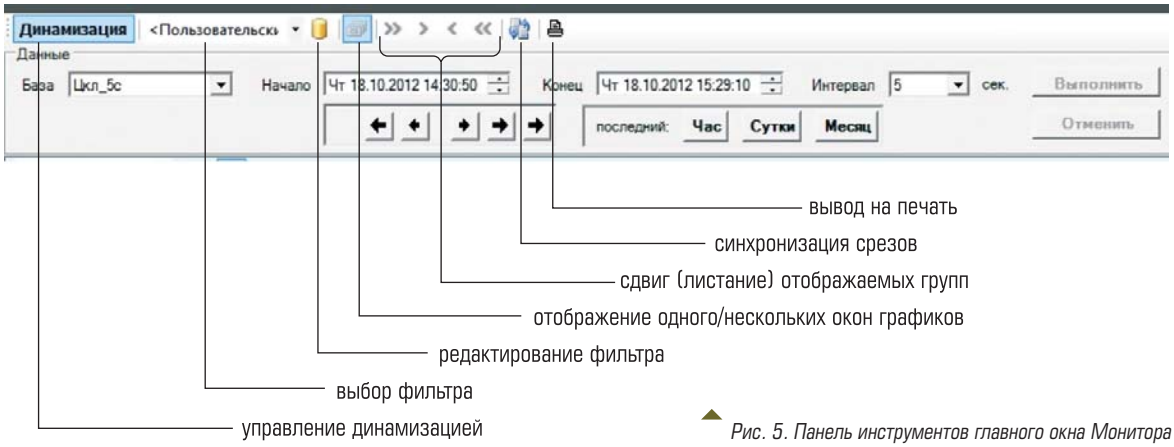

*Рис. 5. Панель инструментов главного окна Монитора*
Управление главным окном осуществляется с помощью панели инструментов (рис. 5) главного окна.
В главном окне Монитор реализован режим синхронизации срезов. При включенной синхронизации срезов все окна графиков, входящие в главное окно Монитор, отображают срезы в одних и тех же точках. При выключенной синхронизации срезы в различных окнах графиков полностью независимы. Управление синхронизацией срезов выполняется по команде панели инструментов главного окна Монитор (рис. 5, синхронизация срезов).
1. Панель инструментов главного окна Монитор (рис. 5). На печать выводятся все видимые в данный момент окна графиков.